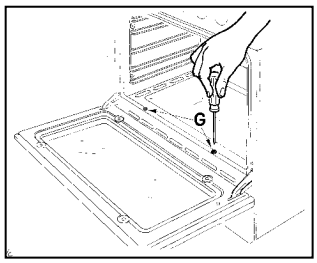

Fig 5
- Verwijder de bodemplaat in de binnenoven (Fig.5).